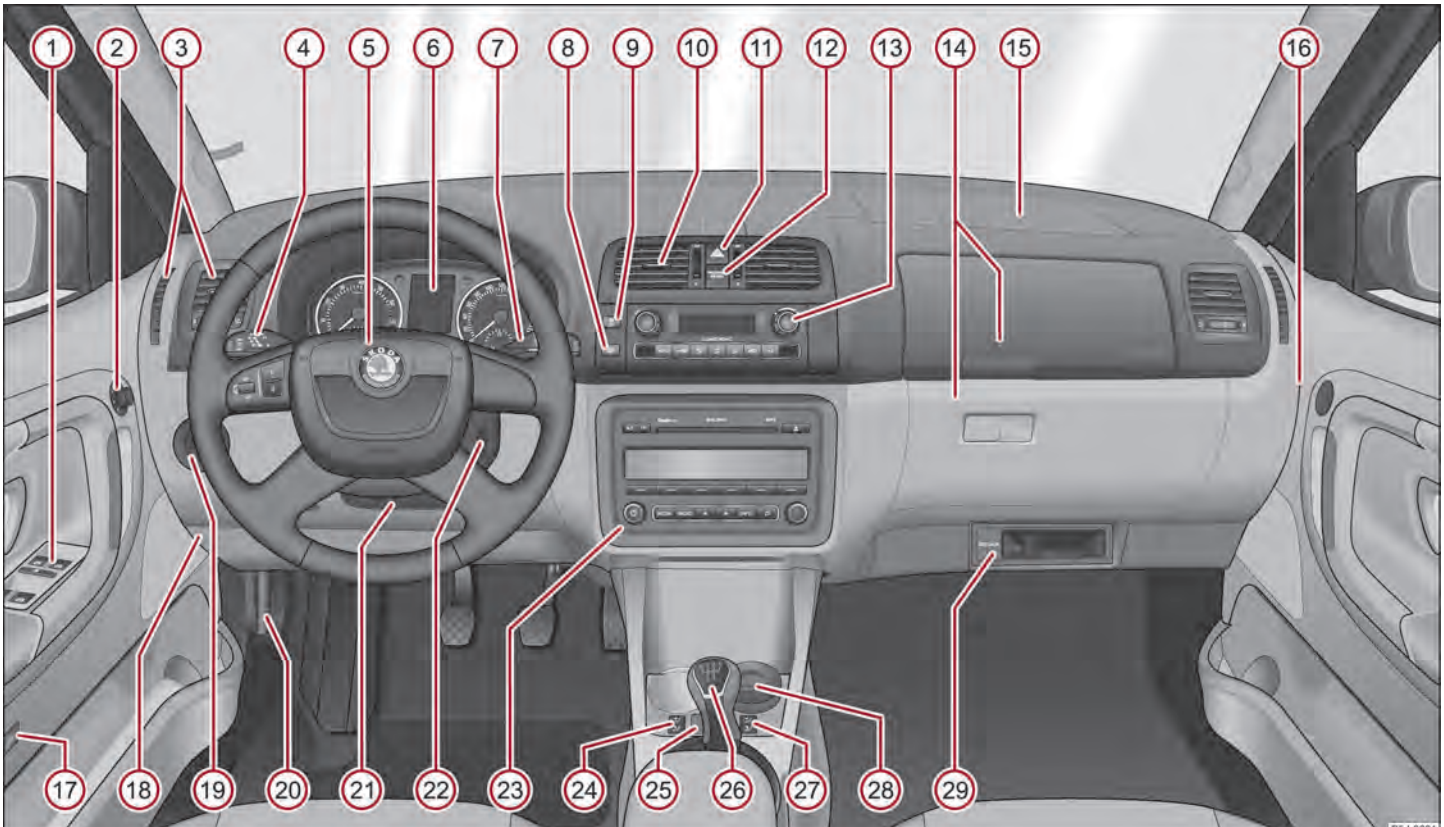

Fig. 1 Plancia
- Sui veicoli con guida a destra la disposizione degli elementi di comando è in parte diversa da quella qui ⇒fig. 1 raffigurata. I simboli corrispondono comunque ai singoli elementi di comando. ■